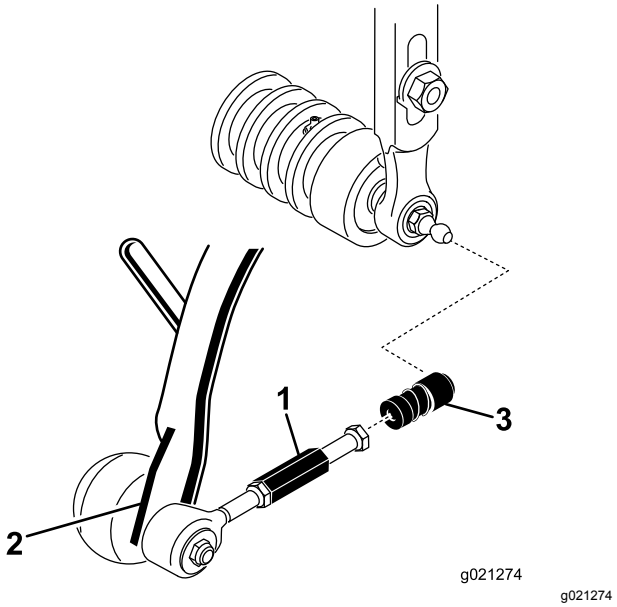

Rysunek 10
3. Wysuń w tył tuleję każdej panewki przegubu kulowego i nasuń panewkę na kołek kulowy jednostki tnącej (Rysunek 10).